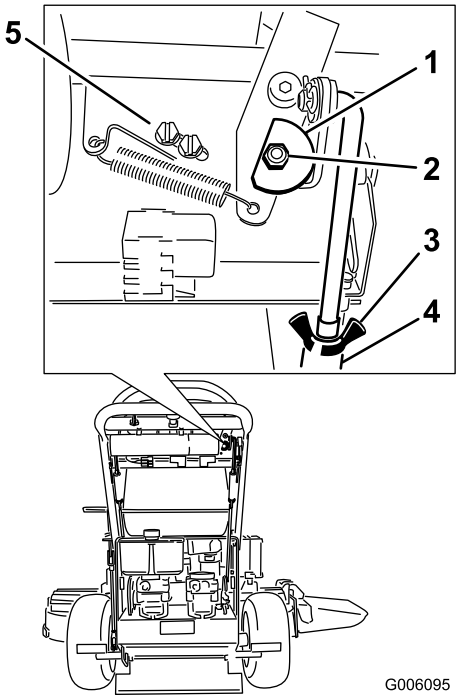

**Figure 55**
7. Desserrez l'écrou et le boulon de fixation de la came (Figure 55).